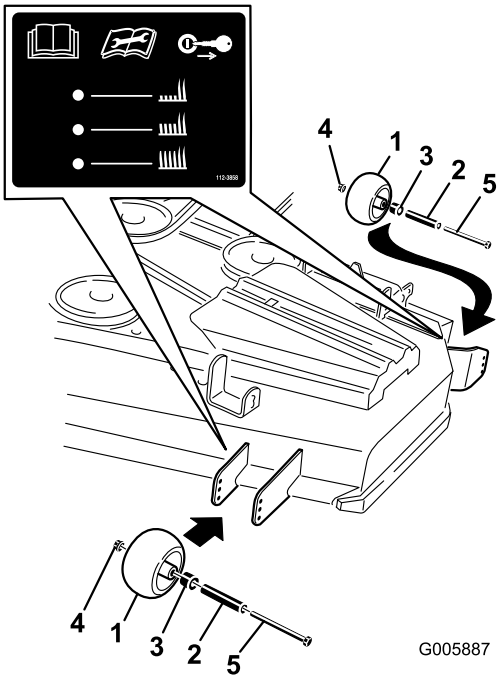
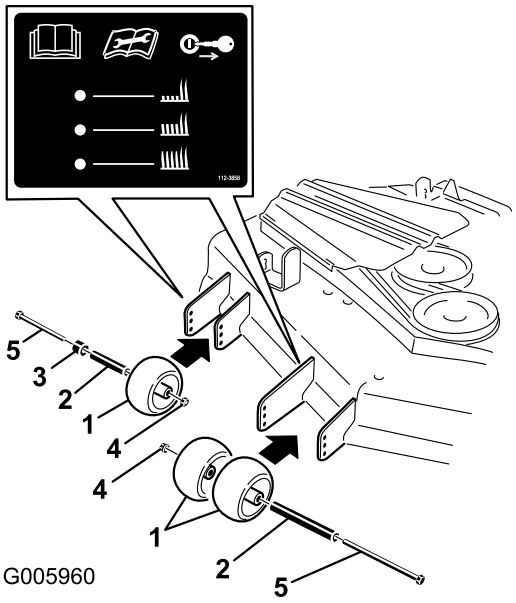

Figura 17
Figura 18
3. Después de ajustar la altura de corte, ajuste los rodillos retirando la tuerca con arandela prensada, el casquillo, el espaciador y el perno (Figura 17 o Figura 18).
Nota: Los dos rodillos centrales no tendrán espaciador (Figura 17 o Figura 18).
5. Instale la tuerca con arandela prensada, el casquillo, el espaciador y el perno. Apriete a 54-61 Nm (Figura 17 o Figura 18).